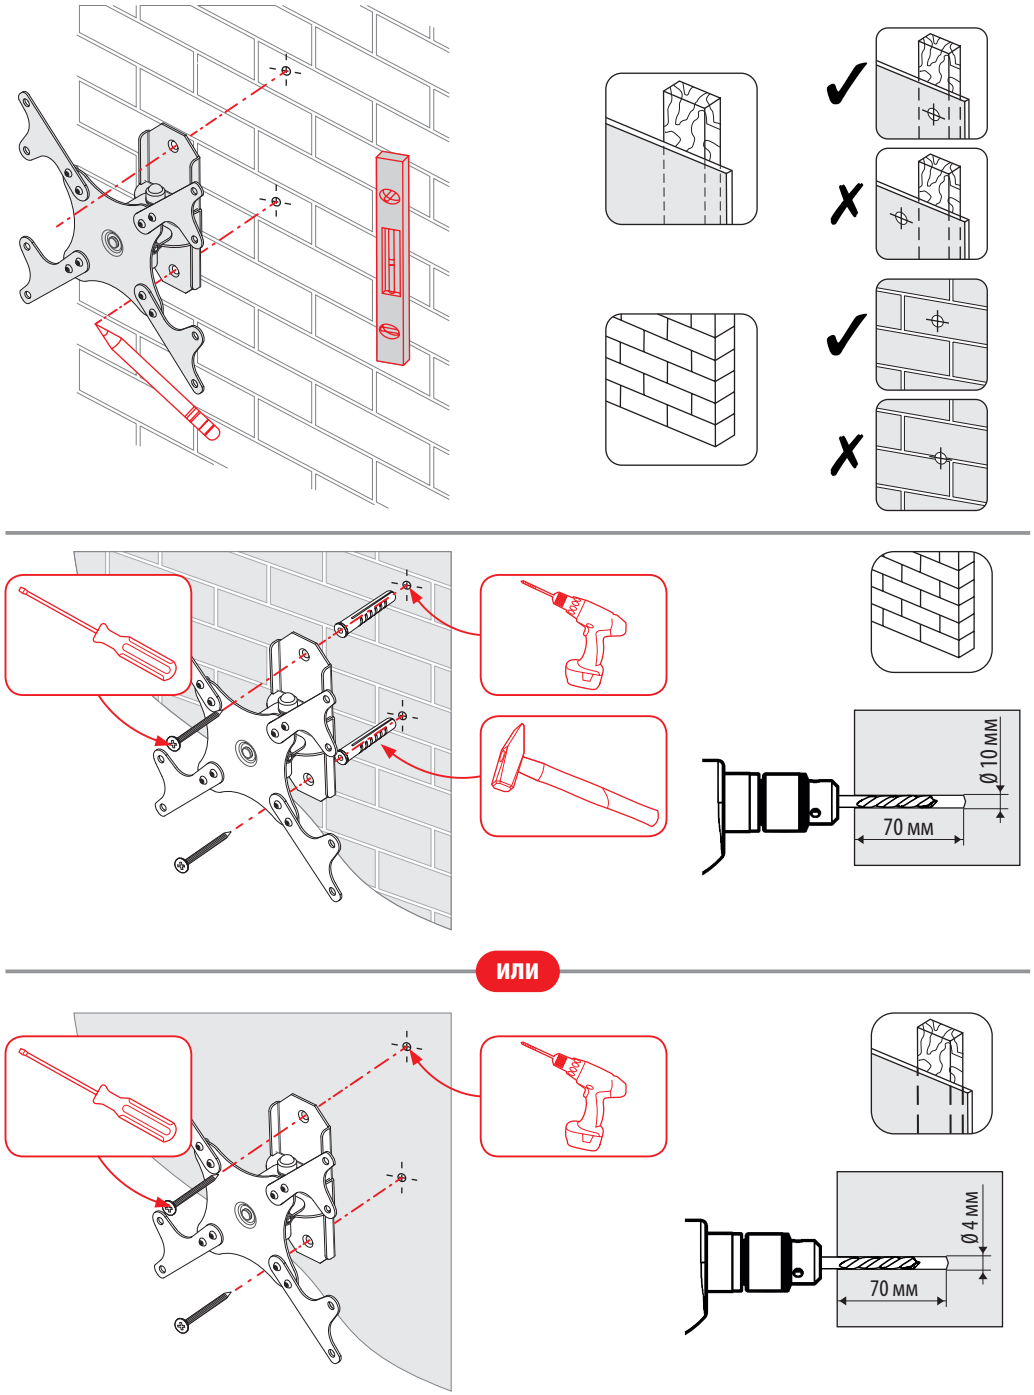

Рисунок 1. Установка кронштейна на стену
4.2 С помощью уровня и линейки (рулетки) разметьте места сверления (см. рис.1).
4.5 Установите кронштейн на стену (см. рис.1).